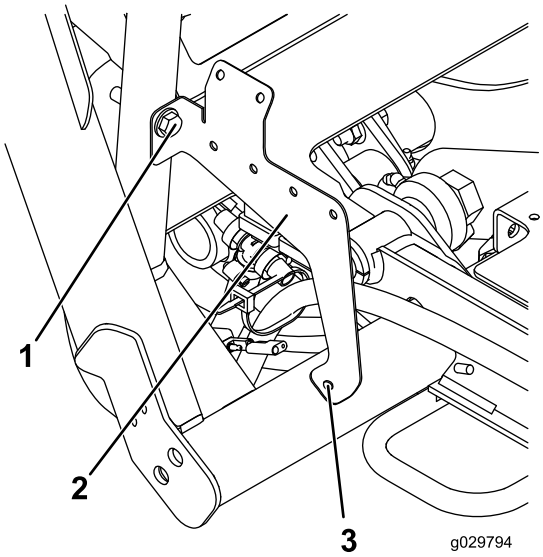

Rysunek 25
1. Luźno zamocuj wspornik przekaźnikowy do ramy przy pomocy śruby (3/8 x 2 cale), podkładki (0,406 cala) i nakrętki (3/8 cala) w sposób podany na Rysunek 25.
2. Zaznacz miejsce w sposób pokazany na Rysunek 25.